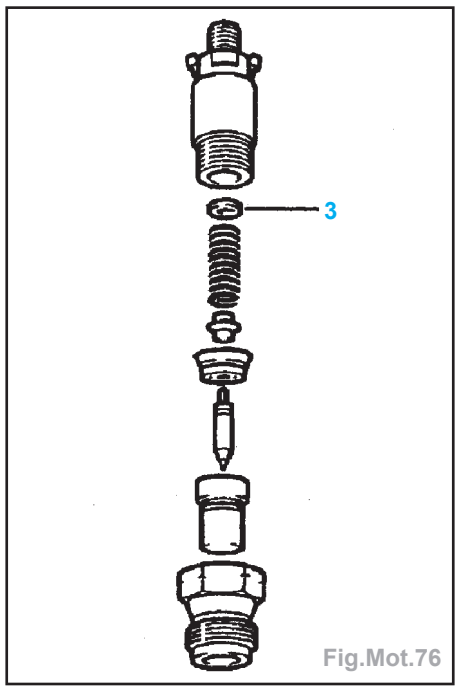

Fig.Mot.76
- Le réglage de la pression de tarage s'effectue par l'intermédiaire d'une cale (3) plus ou moins épaisse (Fig.Mot.76).